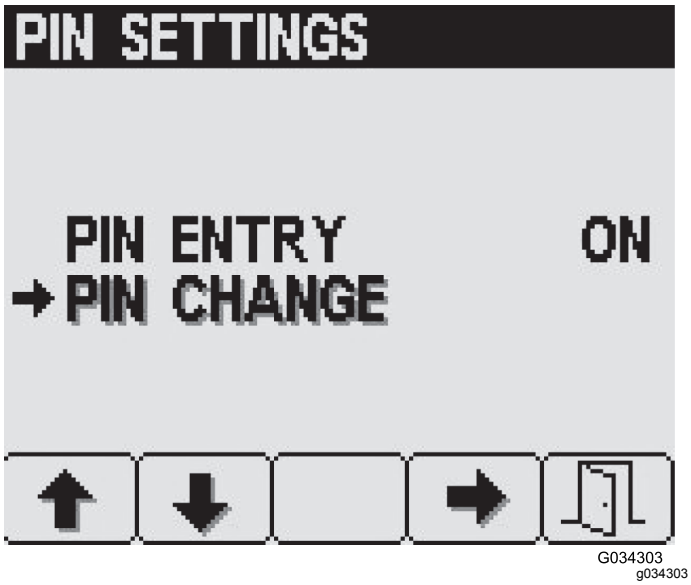

**Рисунок 34**
3. На экране PIN Settings (Настройки PIN-кода) нажмите кнопку 2, чтобы перейти к пункту PIN Change (Изменение ПИН-кода), а затем нажмите кнопку выбора 4 (Рисунок 34).